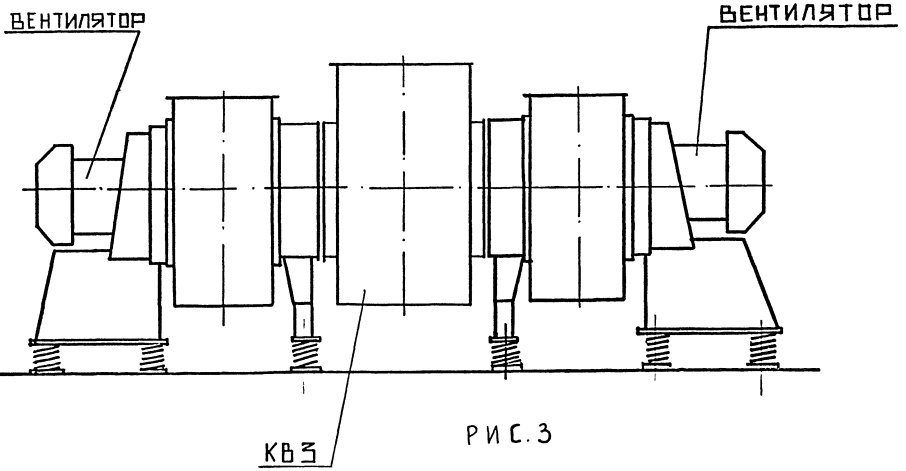

РИС.3
- Рис. 3. КВ3-8..КВ3-I6. Короб непосредственно соединен с вентиляторами, дополнительных опор на фундамент не имеет.